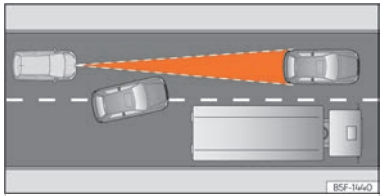

Fig. 122 Vehicle changing lanes.
- Vehicles that move into your lane, a short distance from your vehicle ››› Fig. 122.